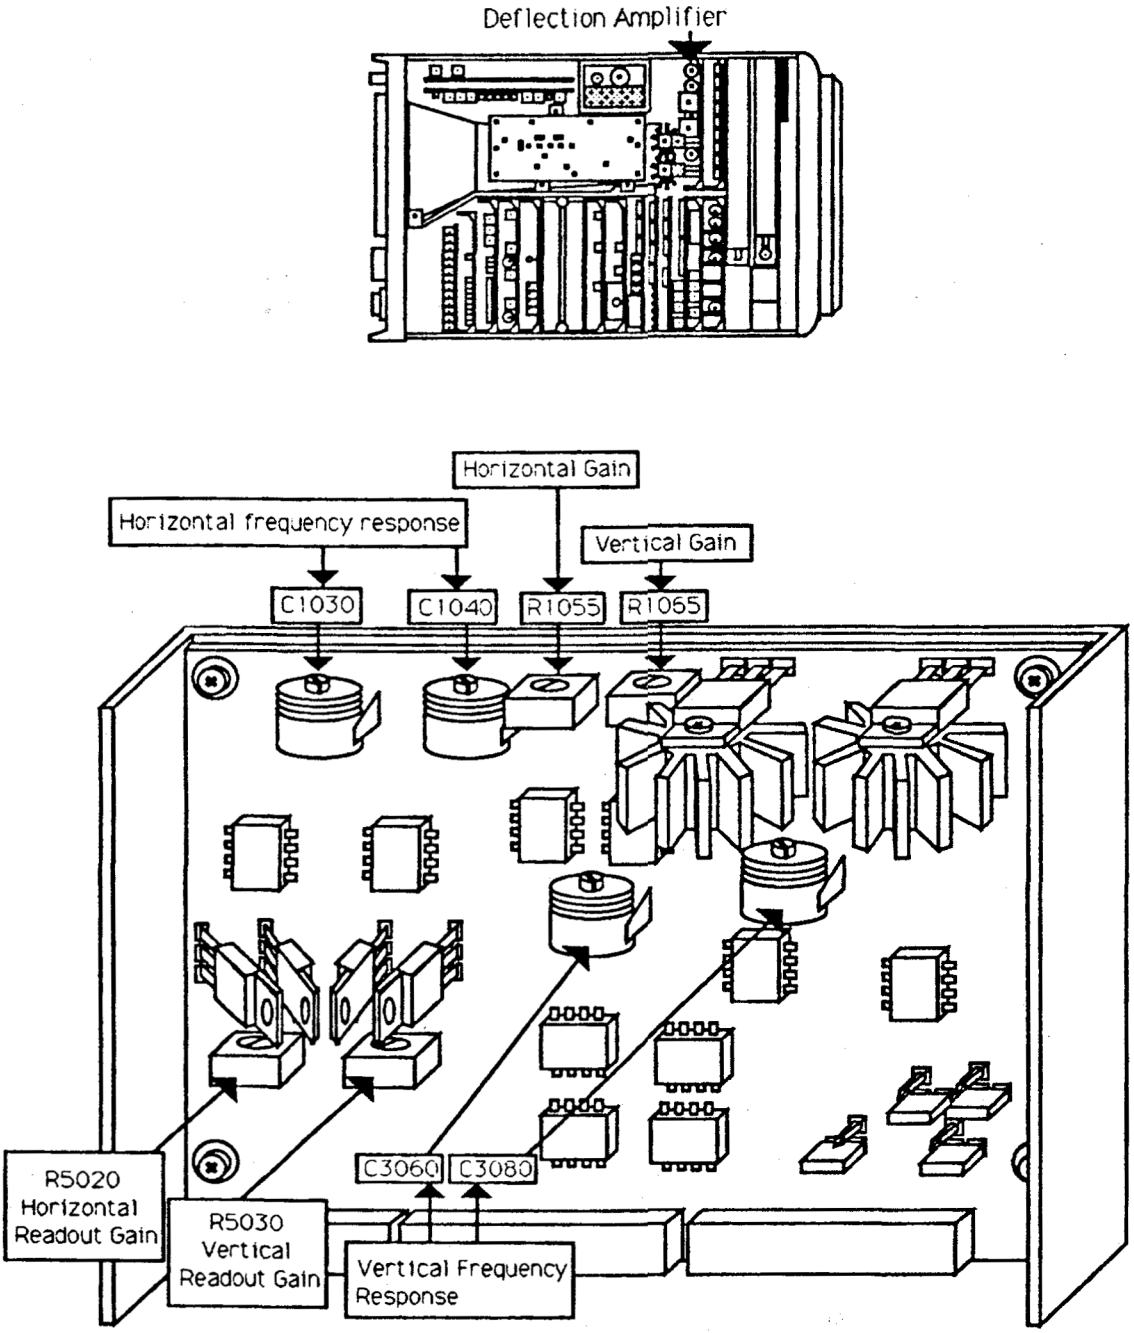

Figure 5-6. Deflection Amplifier test points and adjustments
K. Monitor the drains (metal tabs) of Q4040 or Q4030, on the deflection Amplifier board, with test oscilloscope. See Figure 5-6
N. Adjust C1030 (Figure 5-6 for the best response).
*Replace **figure 5-6** in the Adjustment procedure section with the following diagram*